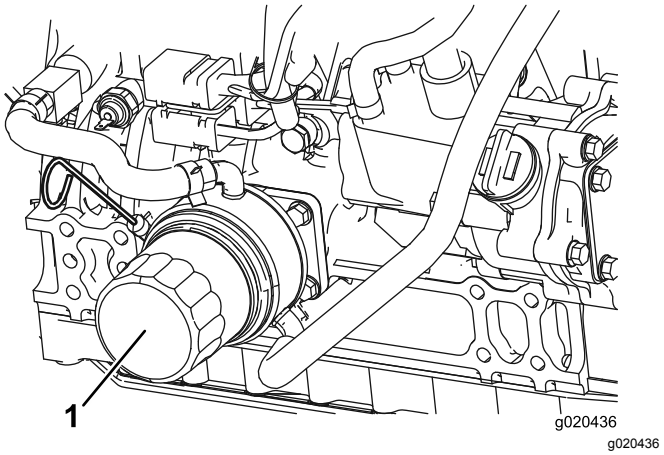

Figuur 60
2. Verwijder het oliefilter (Figuur 60).